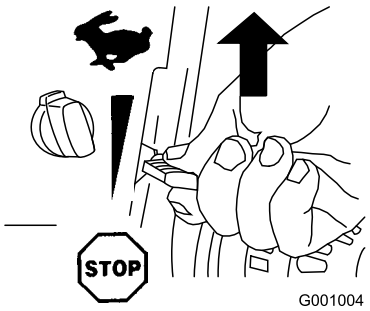

Figur 20
2. Sett gassen til Hurtig-stilling (Figur 20).